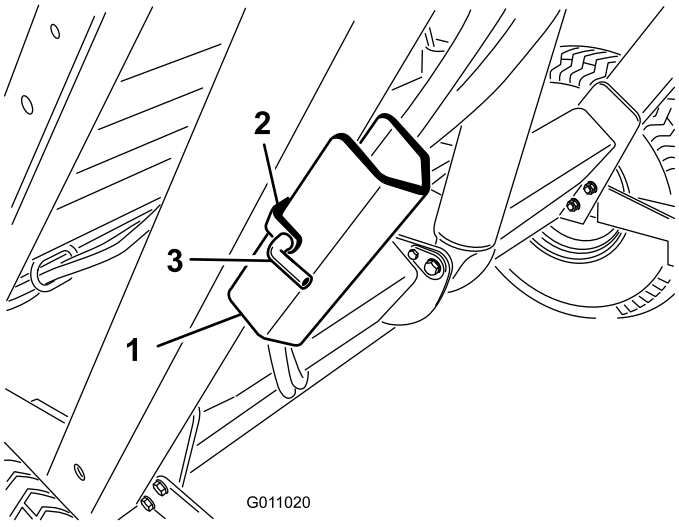

Figur 23
2. Fjern låseclipsen og tappen, der fastgør sikkerhedsstøtten til opbevaringsbeslaget på fejemaskinens stel (Figur 23). Fjern sikkerhedsstøtten.